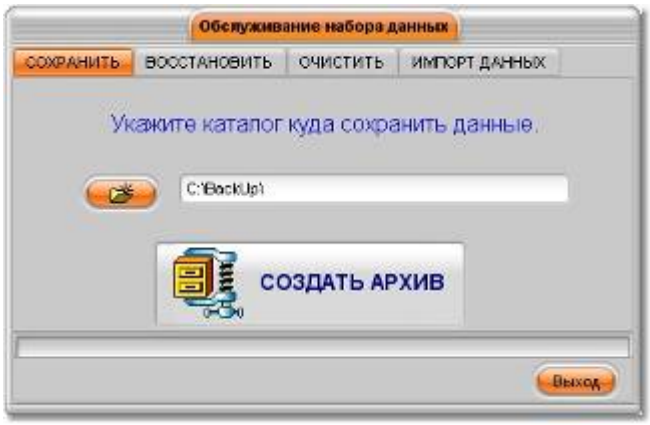

Рис. 22.1
Для сохранения записей пользователя о путевых листах, в программе «BenzoVoz», реализован механизм архивации информации. Для того чтобы вывести на экран окно в котором можно осуществлять действия по архивации, удалению и импорту данных (рис.22.1), необходимо нажать на панели инструментов (рис.1) кнопку "**Архивация**".
2. переустановить программу в соответствии с требованиями, описанными в разделе **4. "Установка программы"** настоящего руководства, после чего запустить программу и используя вкладку "**Восстановить**" (рис.22.1), произвести восстановление информации из заблаговременно созданного архива.